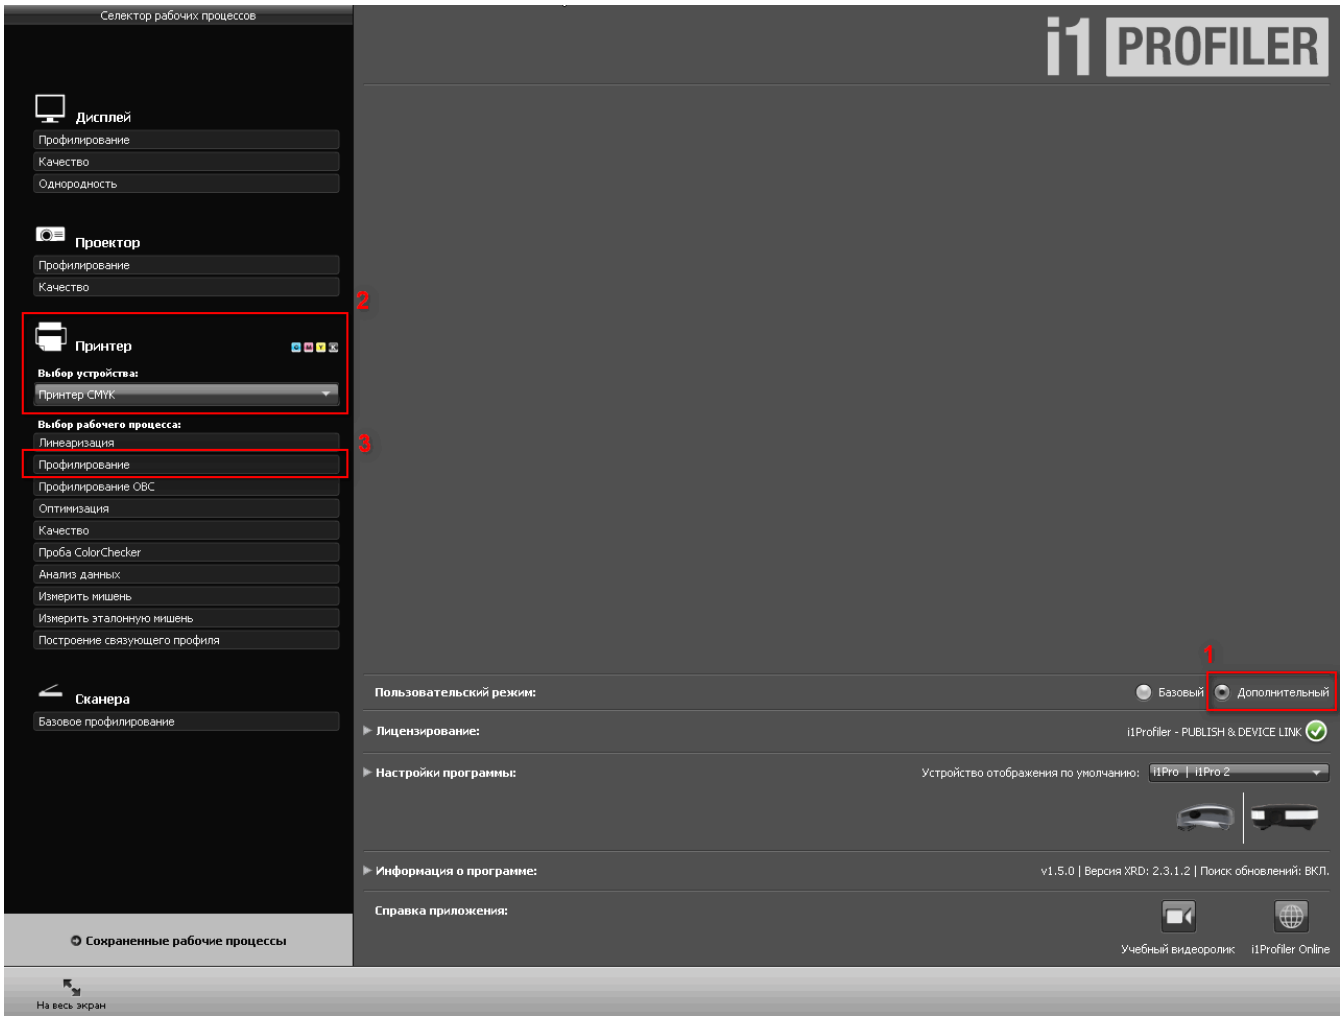

*рис.1. Главное окно программы **X-Rite i1Profiler v.1.5***
1. Запустите **i1Profiler** и выберите режим отображения **Дополнительный** (*рис.1, п.1)*.
2. *В разделе **Принтер → Выбор устройства** выберите **Принтер CMYK** (рис.1, п.2) и нажмите **Профилирование** (рис.1, п.3).*